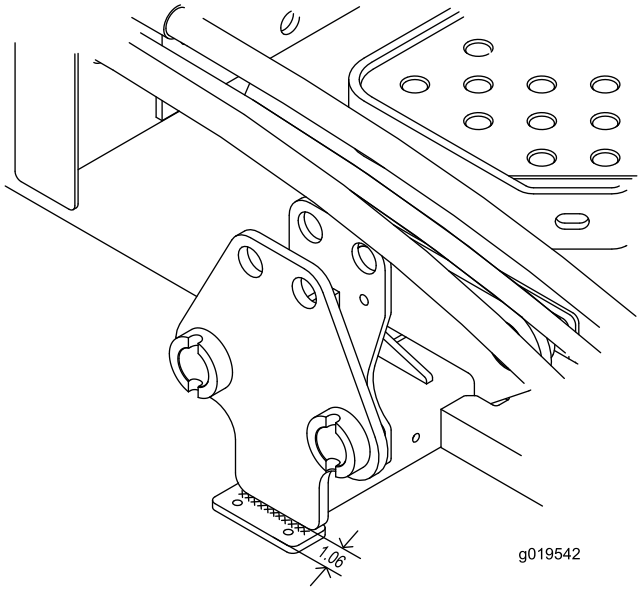

Bild 4
1. Positionieren Sie eine Stoßstangenhalterung so unter eine der Trägerrahmenplatten, dass die Vorderkante der Halterung einen Abstand von 1.06" von der Platte hat und zentriert auf der Platte ist (Bild 4). Stellen Sie sicher, dass die Löcher vorne positioniert sind.
2. Befestigen Sie die Stoßstangenhalterung mit einer Kehlnaht (1/4" x 2-1/2") an der Trägerrahmenplatte (Bild 4).